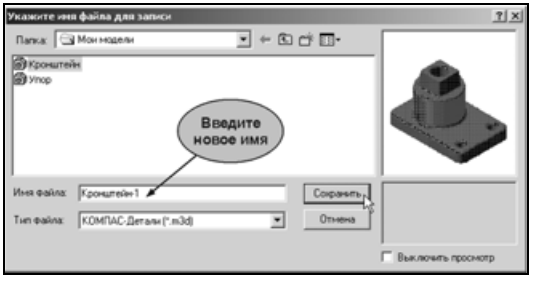

Рис. 4.3
- В диалоговом окне **Укажите имя файла для записи** откройте папку Мои модели, в поле **Имя файла** введите имя нового документа `Кронштейн-1` и нажмите кнопку **Сохранить** (рис. 4.3).